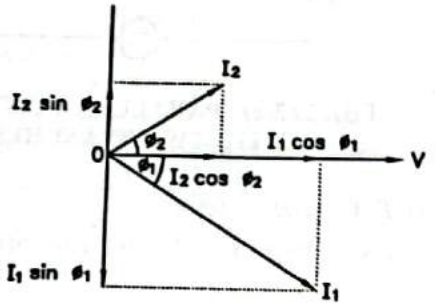
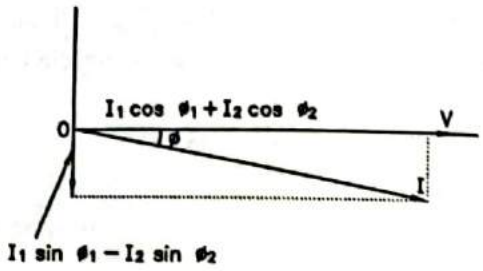

**FIG. 2.64 : COMPONENTS OF BRANCH CURRENTS**
**FIG. 2.65 : RESULTANT OF BRANCH CURRENTS**
(ii) Alternatively by resolving the branch currents $I_1$ and $I_2$ into their $x$–components and $y$–components as shown in Fig. 2.64 and then obtaining the resultant current by combining these components as shown in Fig. 2.65.
- From Fig. 2.64, we have